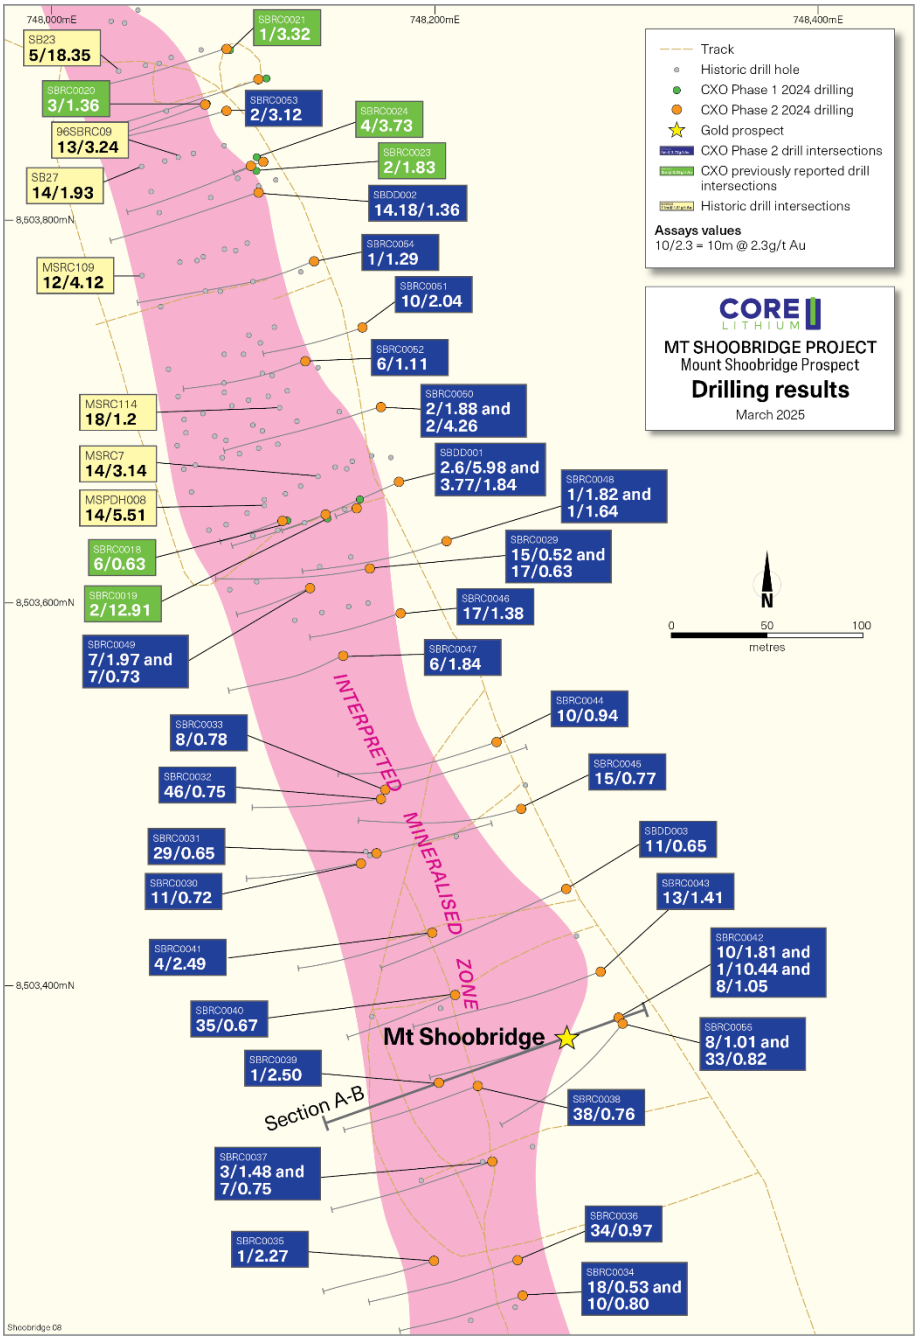
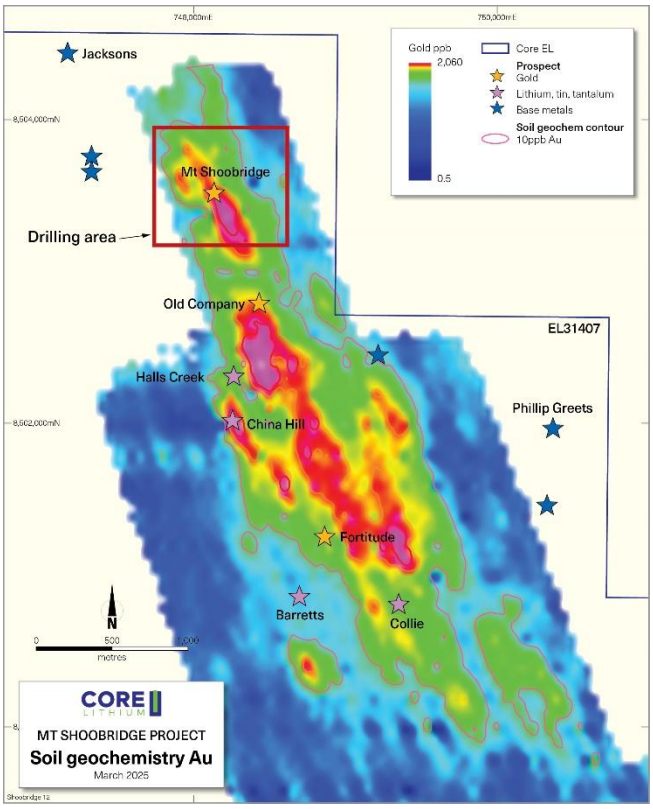
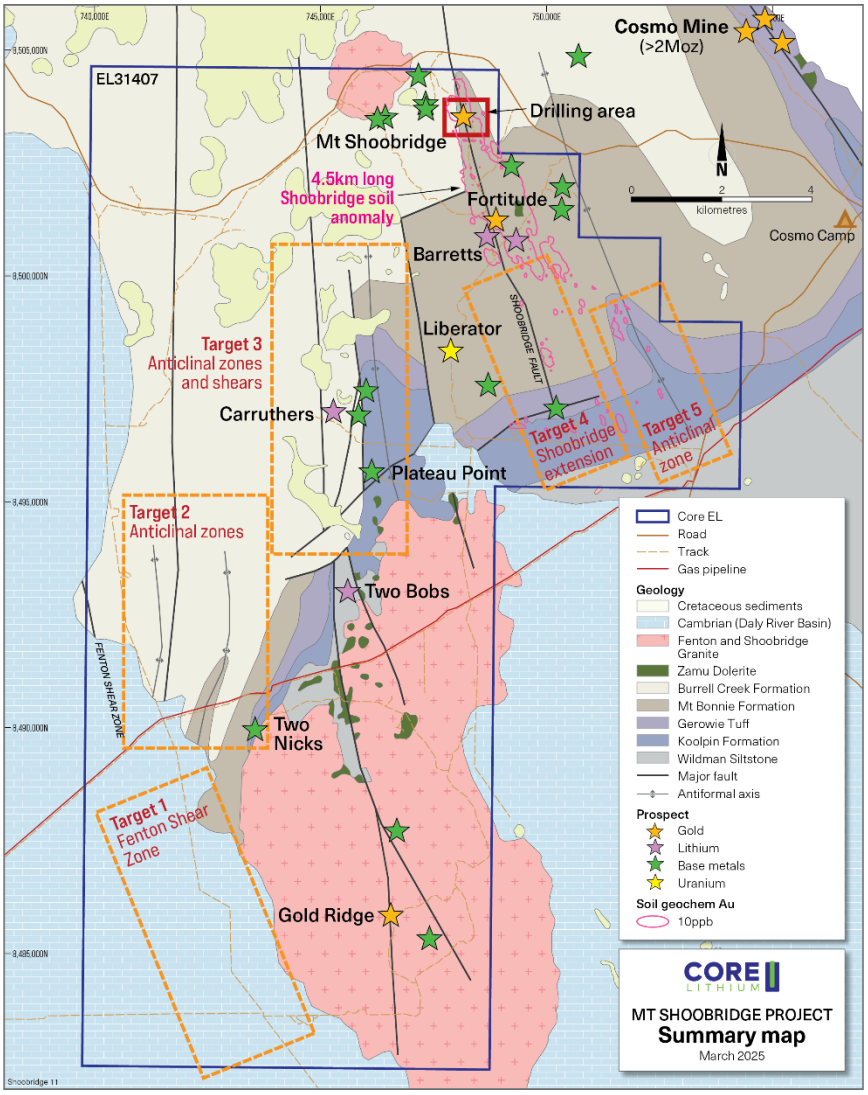

Figure 2: Plan of the Mt Shoobridge drilling (10/1.81 = 10m @ 1.18g/t Au).
Figure 4: Plan showing the 4.5km gold geochemical anomaly and prospects.
Figure 6: Shoobridge project showing conceptual targets.
Assay results from the follow-up drilling program targeting further gold mineralisation at Mt Shoobridge (announced in October[1]) have been received (Figure 2 and Table 1). A total of three diamond holes for 525m and 27 RC holes for 3,864m were completed prior to the onset of early wet season rain. The drilling was designed to provide an initial systematic test of the gold mineralisation at Mt Shoobridge to a vertical depth of 125m over an 800m strike length of the previously identified 4.5km trend of gold in soil anomalism (Figure 4). Generally, the drilling was spaced on lines approximately 40m apart with individual holes typically spaced at 30 to 50m along the drill lines. The program thus provides a consistent dataset across the entire 800m strike length which will be used in desktop studies. The drilling also provides representative samples across the broader mineralised area for potential future metallurgical testing.
In conjunction, the latest drilling results will be combined with the available historical data. This will enable an updated interpretation of the gold mineralisation and further refinement of the exploration model that can then be applied across the tenement holding where little to no exploration has been conducted. Drilling was restricted to just 800m of strike due to certain approvals not being granted at the time of drilling. Therefore only 20% of the prospective 4.5km gold soil anomaly (>10ppb Au and up to 2,234ppb Au[2]) was tested (Figure 4).
Importantly, Core's 2024 drilling covered a target area representing only 0.3% of the total Shoobridge lease ($0.65km^2$ / $230km^2$). Within the broader tenement area, a number of new targets have been identified that are similarly prospective for gold mineralisation (Figure 6). These targets show that there are considerable growth
While Core's initial success in testing the Mt Shoobridge gold prospect is encouraging, it is further recognised that the Shoobridge Project remains prospective for lithium and other commodities. For example, Core's drilling at the Barretts prospect (Figure 4) returned lithium values up to 1.41% Li_2O and tin values up to 3.52% SnO_2[3] and Haddington Resources previously reported spectacular uranium grades at the Liberator prospect (Figure 6), including 3m @ 6.05% U_3O_8 and 6m @ 1.34% U_3O_8[4].
- Regional, low-cost exploration programs to assess new targets (see Figure 6).